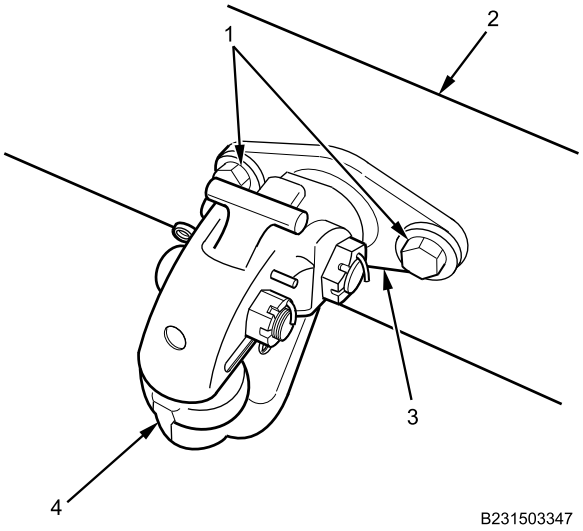

Figure 2. Towing Pintle Hook Assembly on Rear Frame Crossmember.
3. Remove pintle hook assembly (Figure 2, Item 4) from pintle hook bracket (Figure 2, Item 3).
4. Remove two bolts (Figure 2, Item 1) and locknuts from towing pintle hook brackets (Figure 2, Item 3). Discard locknuts. Backside bracket not shown.
5. Remove towing pintle hook brackets (Figure 2, Item 3) from rear frame crossmember (Figure 2, Item 2).